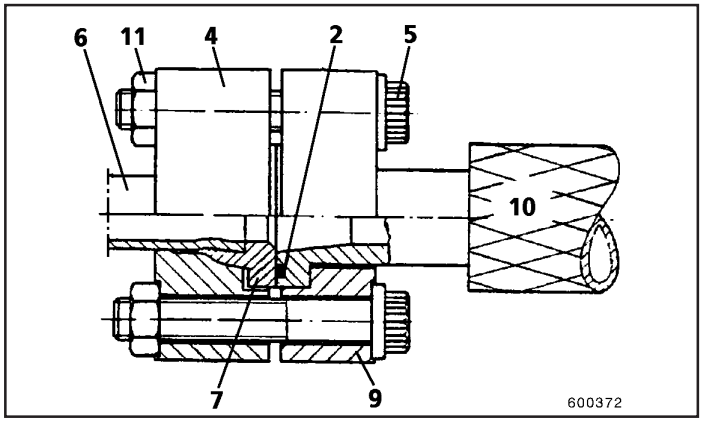

Fig.2
2. Aplique óleo nos parafusos (5, Fig. 2) e à superfície interna do flange (4).
3. Pressione o anel F (7) e o flange (4) deslocando-os sobre o tubo.
4. Posicione o anel de vedação (2) no encaixe. Se necessário, adapte um segundo anel de vedação (2) e um disco central (8).
5. Pressione a mangueira hidráulica (10) contra o tubo (6) com o anel F (7) e monte os dois semi-flanges (9) na posição adequada.
6. Introduza os parafusos (5), porcas (11) e aperte-os manualmente tanto quanto possível.